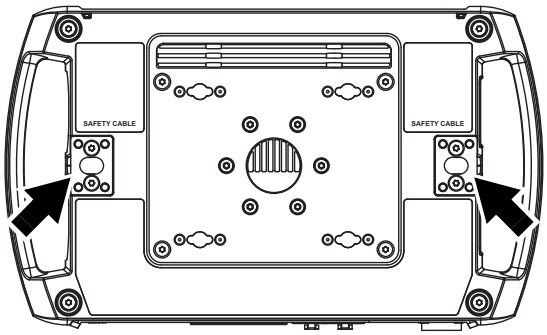

Abbildung 6: Befestigungspunkte für Sicherheitskabel
5. Siehe Abbildung 6. Installieren Sie ein Sicherheitskabel, das als Sicherheitsbefestigung für das Gewicht der Leuchte zugelassen ist, indem Sie es durch einen Sicherheitsbefestigungspunkt (Pfeil) im Boden der Basis und um einen sicheren Verankerungspunkt schlingen, sodass das Sicherheitskabel die Leuchte auffängt, wenn eine primäre Befestigung versagt. Beseitigen Sie so viel Spiel im Sicherheitsseil wie möglich (indem Sie es z. B. mehr als einmal um den Träger schlingen).